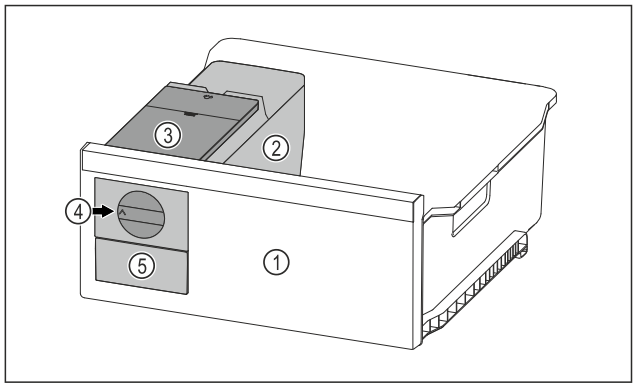

Fig. 160 Representación a modo de ejemplo
▶ Girar el botón giratorio *Fig. 160 (4)* en el sentido de las agujas del reloj hasta el tope.
▷ Los cubitos de hielo caen de la cubitera al compartimento de cubitos de hielo *Fig. 160 (5)*.